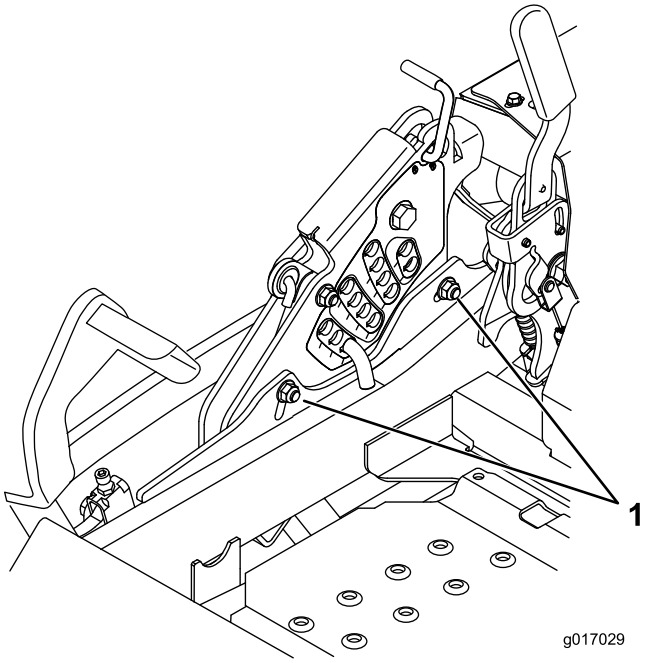

Figur 85
11. Løsn de 2 bolte nederst på klippehøjdepladen for at justere enkeltpunktssystemet. Se Figur 85.
13. Stram de to bolte nederst på klippehøjdepladen (Figur 85). Spænd til 37-45 Nm.